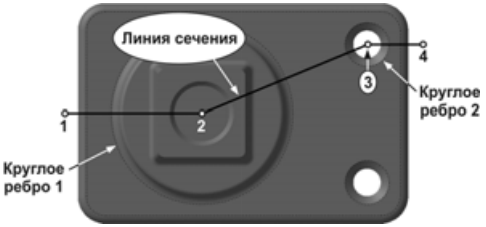

Рис. 2.125
- Для построения ломаной последовательно укажите точки 1, 2, 3 и 4, как это показано на рис. 2.125. Обратите внимание на использование привязок: